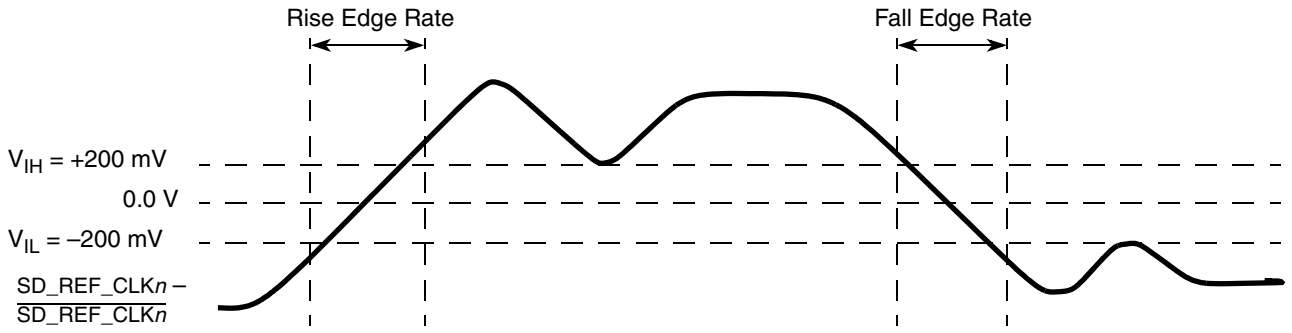

Figure 40. Differential measurement points for rise and fall time
waveform is not referenced to ground. See Figure 40, “Differential measurement points for rise and fall time,” as an example for differential waveform.
3. Measured from –200 mV to +200 mV on the differential waveform (derived from SD_REF_CLK*n* minus $\overline{\text{SD_REF_CLK}n}$). The signal must be monotonic through the measurement region for rise and fall time. The 400 mV measurement window is centered on the differential zero crossing. See Figure 40.